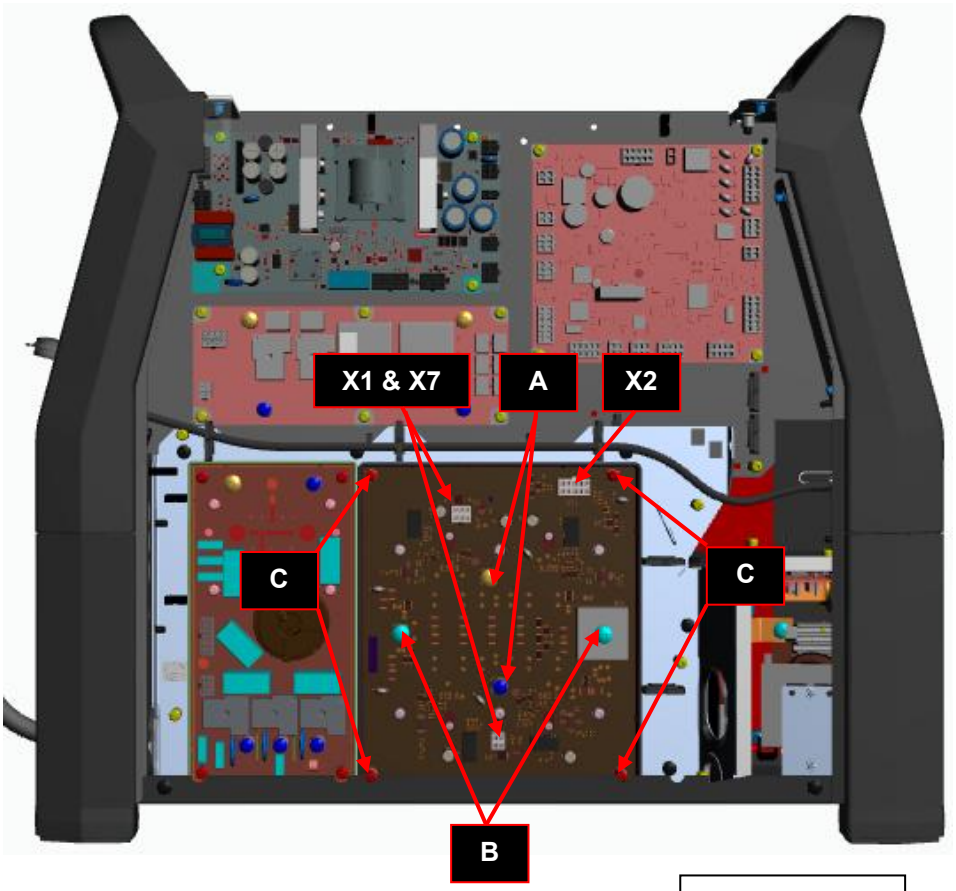

Figure 12
3. Locate the Inverter Board. See **Figure 12**
6. Disconnect connectors X1, X2 and X7 from the Inverter Board. See **Figure 12**